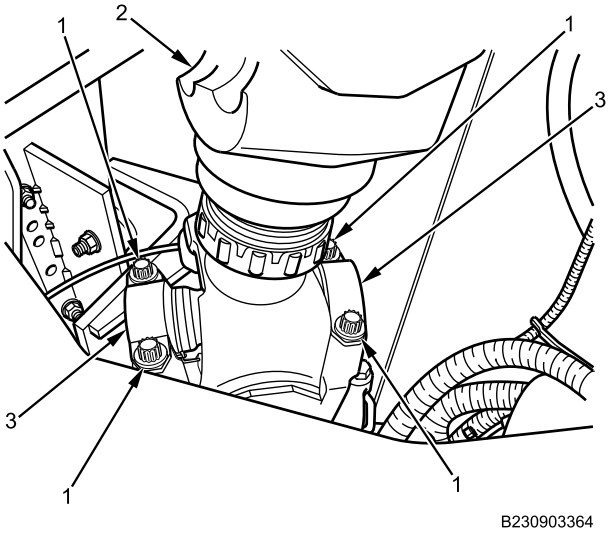

Figure 1. Transfer Case End of Propshaft Straps and Bolts.
1. Remove four cap screws (Figure 1, Item 1) and two retainer straps (Figure 1, Item 3) from transfer case end of propshaft (Figure 1, Item 2). Discard cap screws (Figure 1, Item 1) and bearing retainer straps (Figure 1, Item 3).